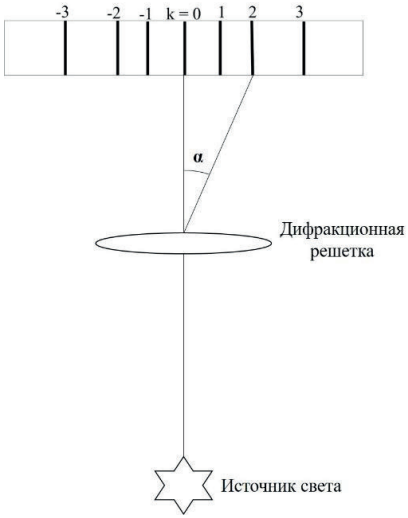

Рисунок 13 – Угол отклонения
3. По измеренным длинам можно найти синус угла отклонения (рис. 13), который при малых углах (α <10) практически равен тангенсу: